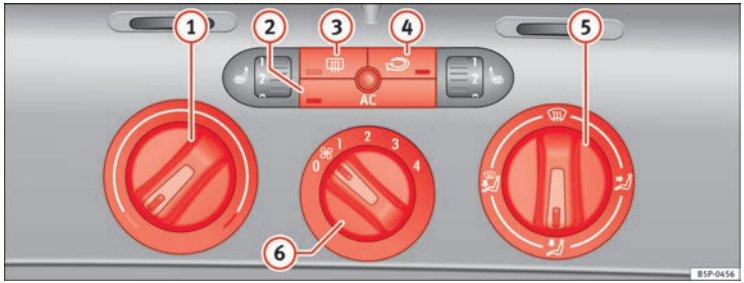

Fig. 131 On the dash panel: Climatic controls
– Turn the temperature selector ⇒ Fig. 131 (1) clockwise to select the required temperature.